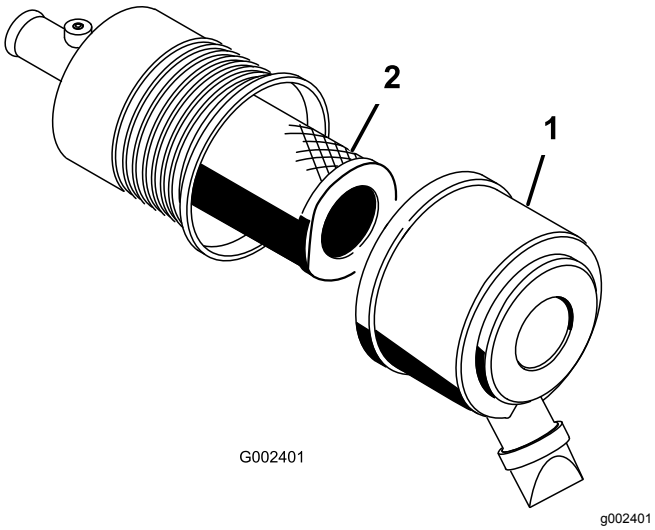

**Figuur 44**
1. Maak de sluitingen op het luchtfilter los en trek het luchtfilterdeksel van de luchtfilterbehuizing (Figuur 44).
3. Schuif het filter voorzichtig uit de luchtfilterbehuizing (Figuur 44).
5. Schuif het filter voorzichtig over de buis van de behuizing (Figuur 44).
6. Monteer het luchtfilterdeksel met de kant naar boven gericht en maak de sluitingen vast (Figuur 44).